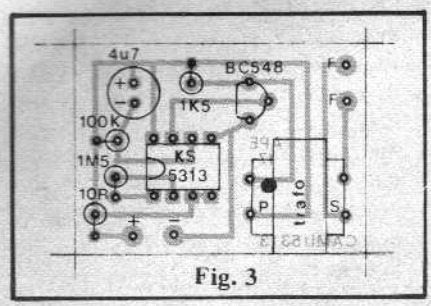

Fig. 3
– **FIG. 3** – A MONTAGEM – O "chapeado" da montagem, visto na figura, mostra a plaquinha pelo seu lado não cobreado, com as peças todas posicionadas. Os principais cuidados que o iniciante deve ter são: observar a polaridade do capacitor eletrolítico (claramente demarcada na figura), posicionar corretamente o transístor (referenciando pelo lado chato do componente, virado para o lado em que está o resistor de 1K5), posicionar também corretamente o Integrado (o lado que apresenta uma pequena marca deve ficar voltado para os resistores de 100K e 1M5...), notar a posição do transformador, identificando seu **primário** (P) pela "pinta vermelha" (também indicada na figura), cujo lado deverá ficar voltado para o Integrado. De resto, é só não confundir os valores dos resistores (o TABELÃO está lá, para resolver qualquer "galho"). As ilhas "livres" mostradas na fig. 3 destinam-se às conexões externas à placa (alimentação e alto-falante), conforme veremos a seguir...